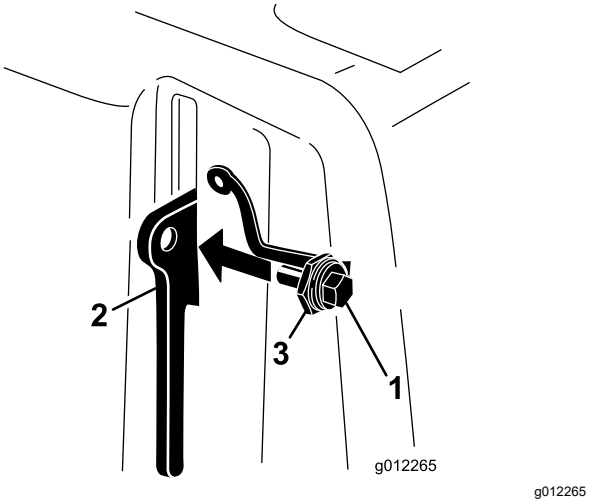

**Figure 8**
3. Thread the bolt into the latch lever (Figure 8).